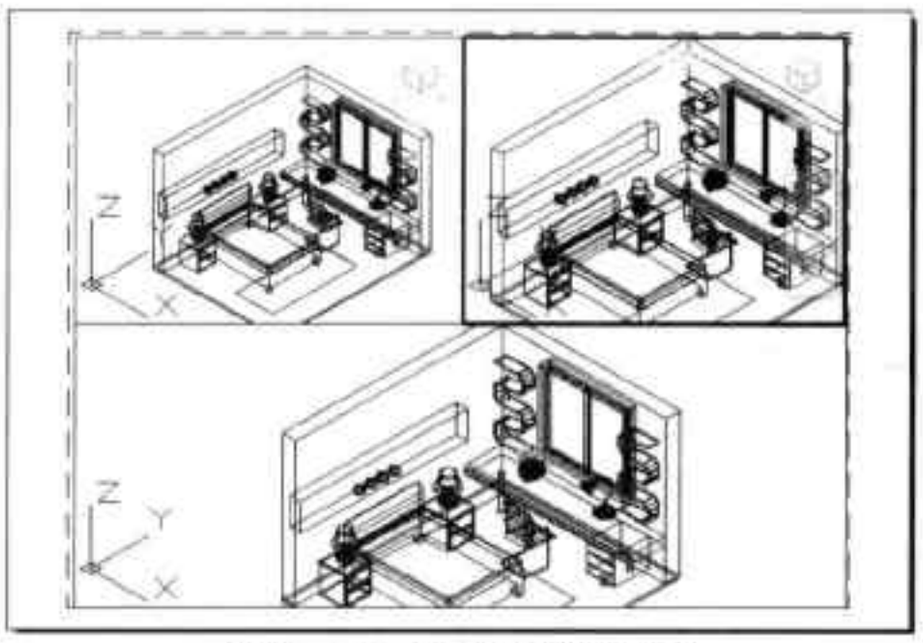

图10-37 启动“图纸”模式
Step 01 在状态栏中单击“图纸”按钮，启动图纸模式，此时在布局中被选中的视口边框会加粗显示，如图 10-37 所示。